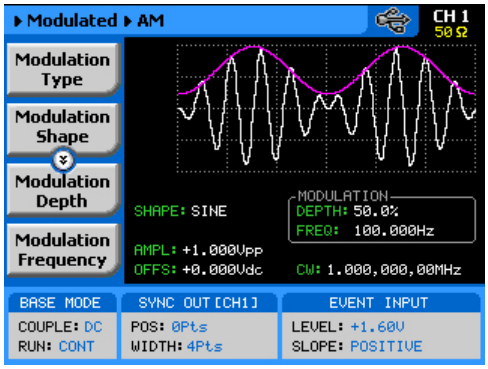

Figure 3-43, AM Menus
The AM function enables amplitude modulation of a carrier waveform (CW). The carrier waveform is modulated by an internal waveform, normally referred to as envelope waveform. The envelope waveform can be selected from sine, triangle square or ramp shapes. When AM is selected, the menus that are associated with AM become accessible. These are shown in Figure 3-43.